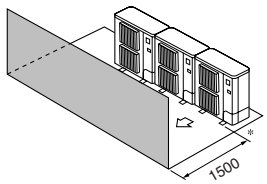

Fig. 3-13
③ Hindernisse nur auf der Vorderseite (Fig. 3-13)